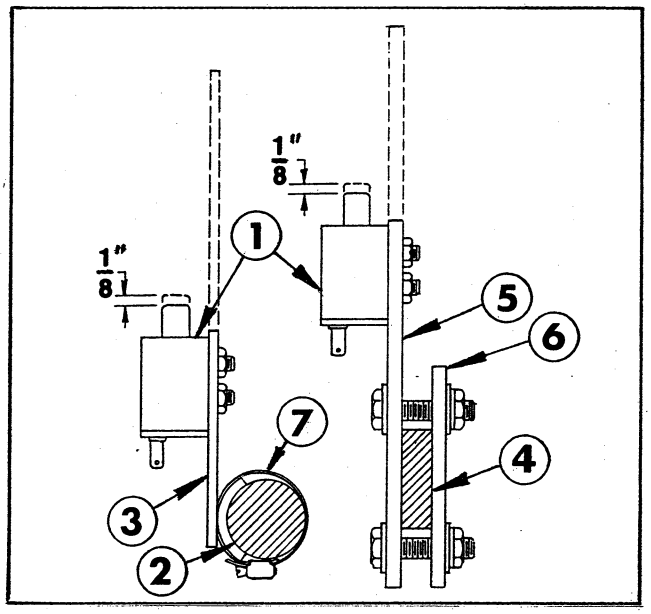

FIG. 4
If the Arm is round, use the Mounting Bracket Assembly. If the arm is rectangular, use the two Mounting Straps as shown in FIG. 4.
6. If the Tractor's Brake Arm is round, secure the Mounting Bracket Assembly to the Brake Arm with the two hose clamps provided. See FIG. 4.